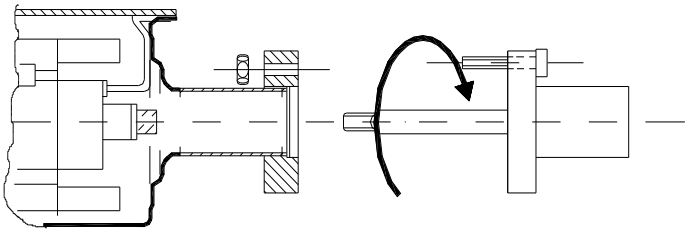

Figure 20 High voltage feedthrough connection
1. Remove the 6 bolts of the Mini-ConFlat flange connection (see Fig. 20).